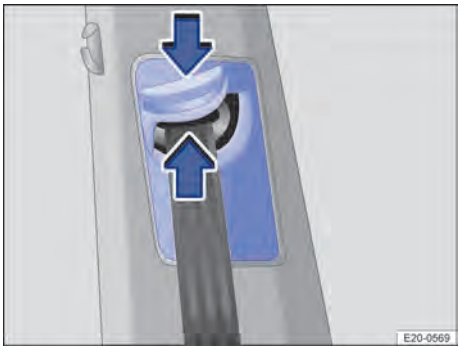

Fig. 27 Junto a los asientos delanteros: regulador de la altura del cinturón
1. Comprima la tecla del regulador de la altura del cinturón en el sentido de las flechas y manténgala en esta posición → Fig. 27.